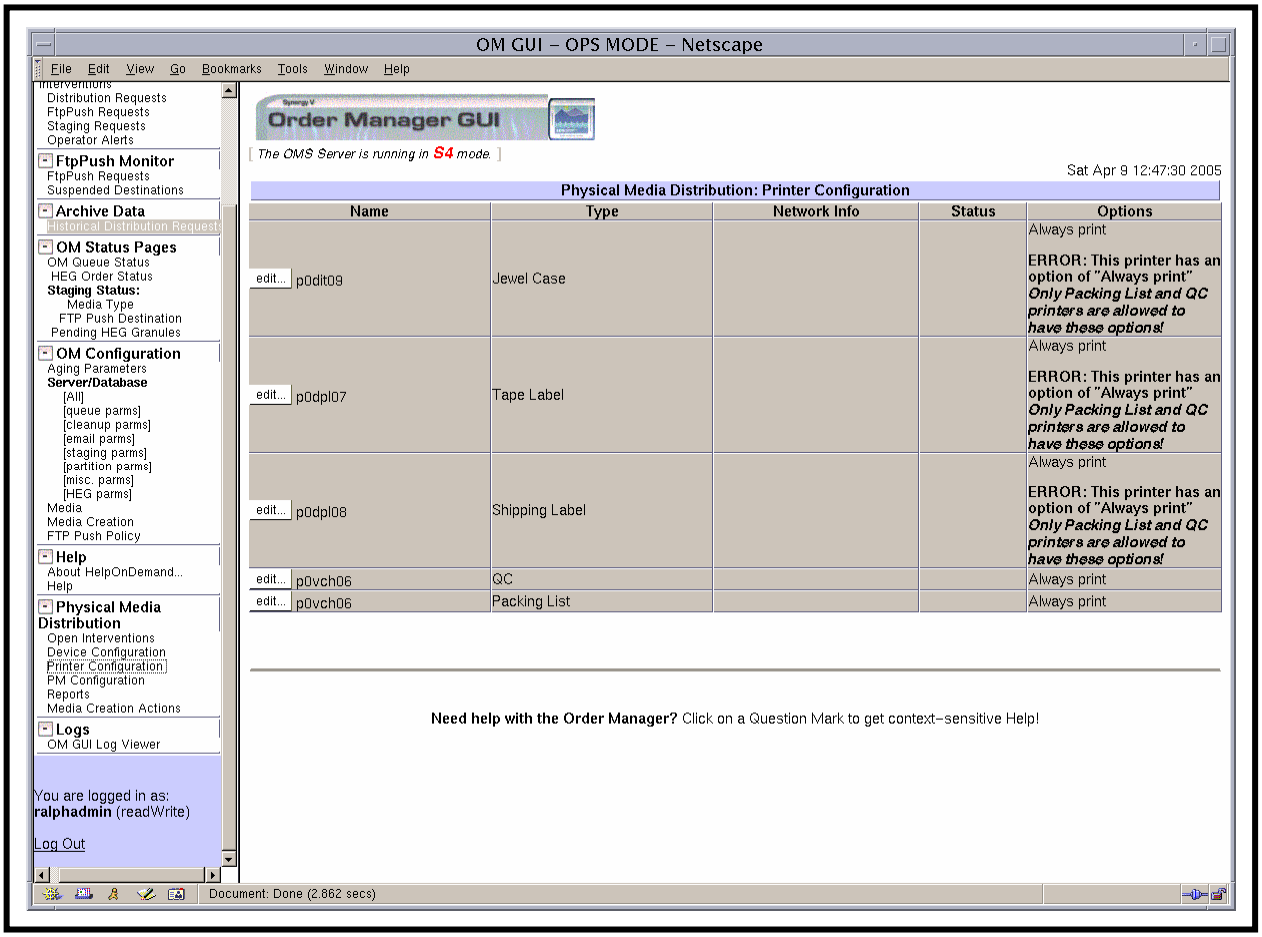

Figure 80. PMD Printer Configuration Page
For Synergy V, the **OM GUI** handles the configuration of printers used in physical media creation. The printer configurations can be "edited." The **PMD Printer Configuration** page (Figure 80) displays the following types of information on all the currently configured printers:
- The **PMD Printer Configuration** page (Figure 80) is displayed.